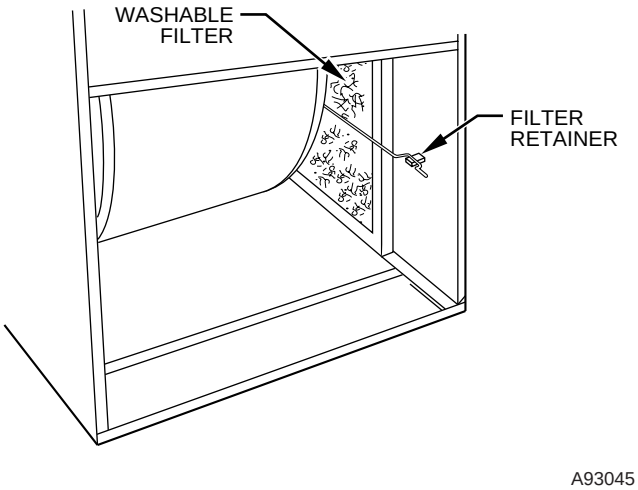
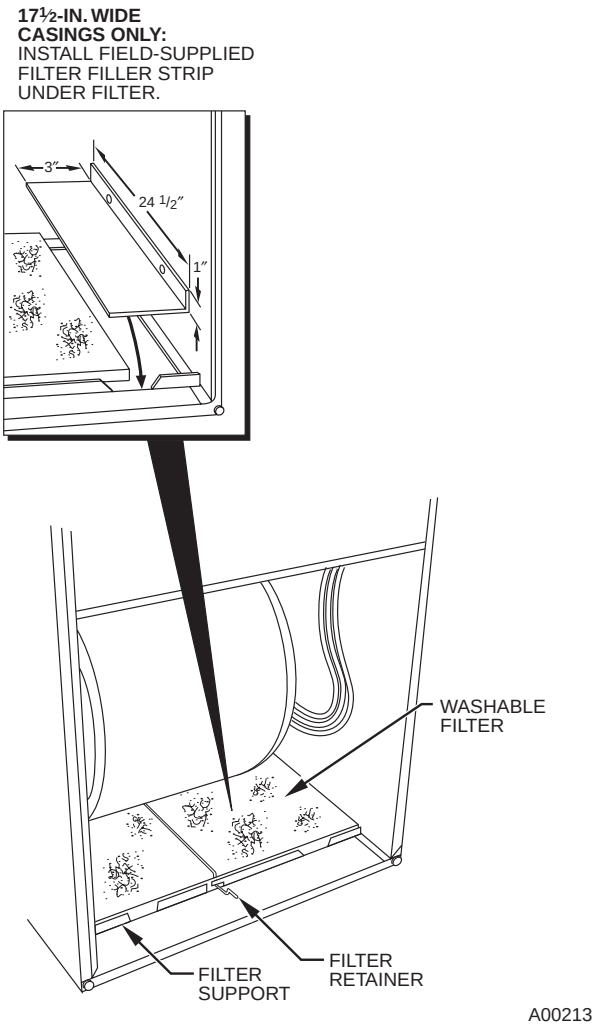

**Fig. 23—Filter Installed for Side Inlet**
**Fig. 24—Bottom Filter Arrangement**
**NOTE:** Side return-air openings can ONLY be used in UPFLOW configurations. Install filter(s) as shown in Fig. 23. Bottom return-air opening may be used with all 4 orientations. Filter may need to be cut to fit some furnace widths. Install filter as shown in Fig. 24.